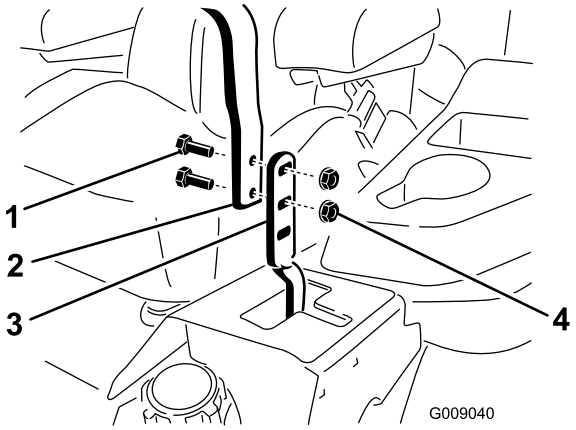

Figur 84
3. Løsne boltene og flensmutrene som er installert i spakene (Figur 84).